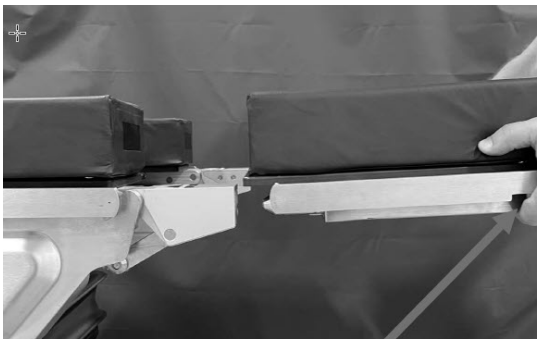

Figure 4-16. Attaching Leg Section
2. With Table seat section level, insert both leg section posts into receptacles until fully engaged. Listen for "click" sound to indicate correct installation (see *Figure 4-16*).
2. While holding leg frame, squeeze both handles and simultaneously pull backward (see *Figure 4-16*).